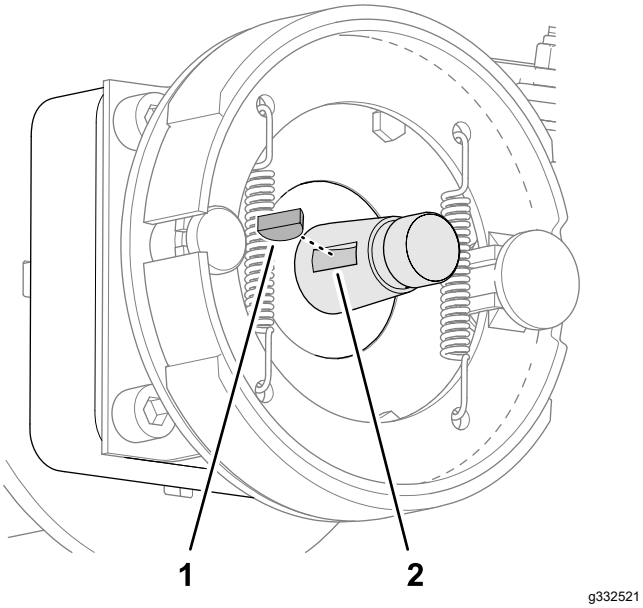

Figur 73
2. Sett inn skivekilen i sporet på hjulmotorakselen (Figur 73).